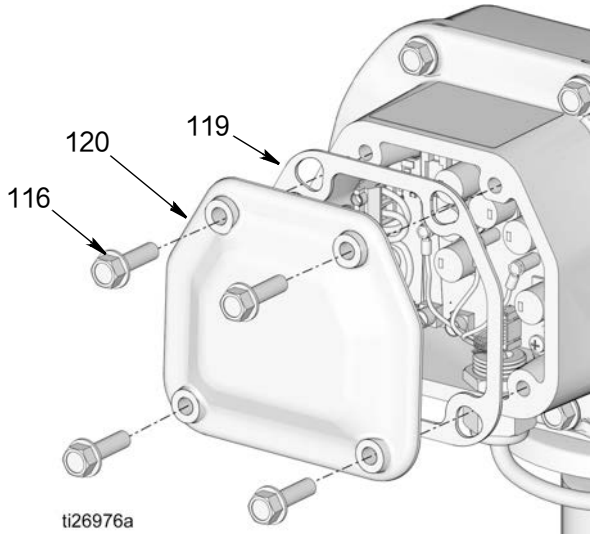

图 65
5. 卸下电机控制盒盖 (120) 上的螺丝 (116) 并卸下盖板和垫圈 (119)（图 65）。